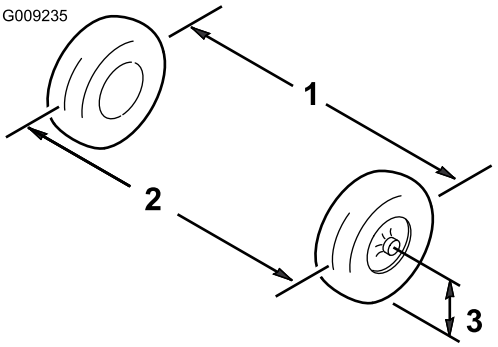

Figur 62
6. Mät avståndet mellan de båda framhjulen vid axelhöjd, både framtill och baktill på framhjulen (Figur 62).